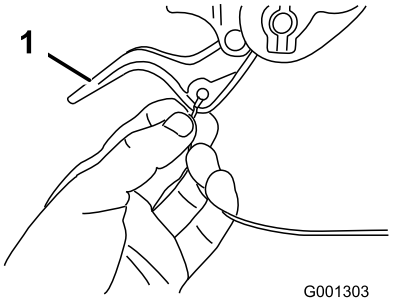

Rysunek 6
2. Poprowadź końcówkę lewej lub prawej linki nad dolnym uchwytem i włóż ją w otwór w odpowiedniej dźwigni sprzęgła koła (Rysunek 6).